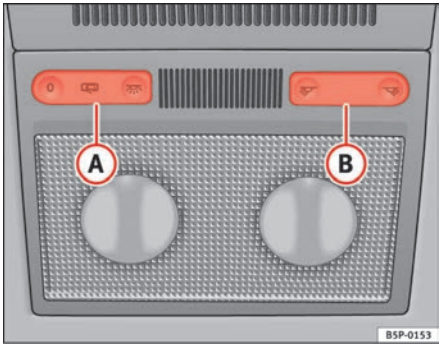

**Fig. 78 Interior roof trim: front interior lights**
The switch (A) ⇒ fig. 78 is used to select the following positions:
Push the switch to position O ⇒ fig. 78.